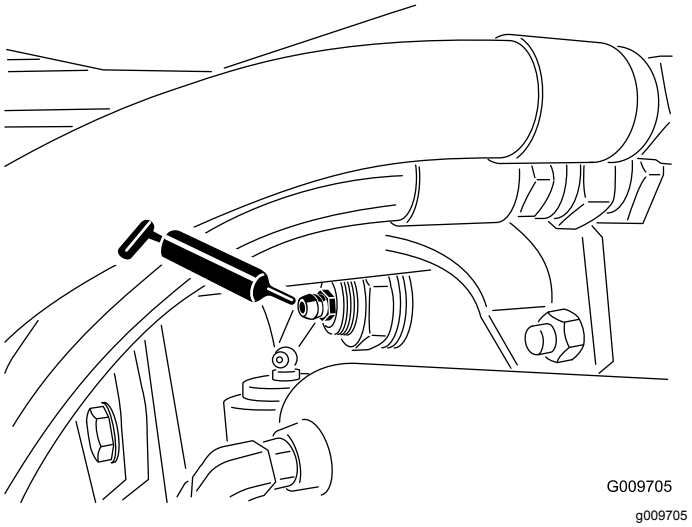

**Figur 49**
- Bakre axeltappsbussningar (2) (Figur 49)